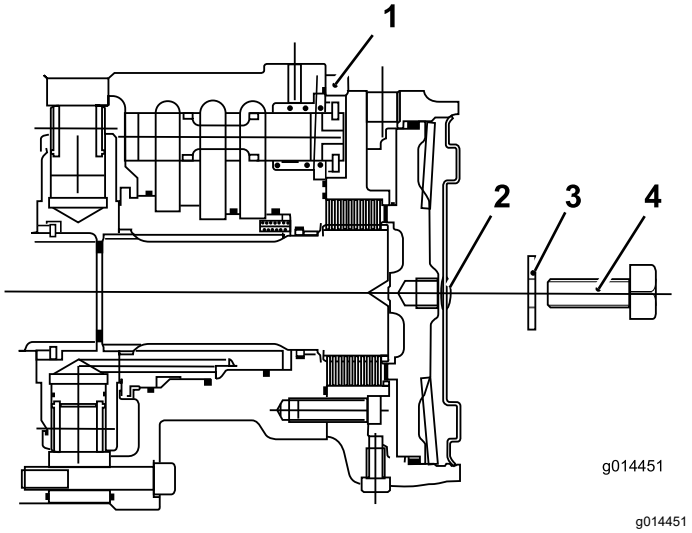

Figur 36
7. Monter en bolt (12 x 40 mm) og skive (12 mm) i hullet midt på motorendeplaten (Figur 36).
8. Stram til bolten i det gjengede hullet i bremsestempelet til bremsen frigjøres (Figur 36).